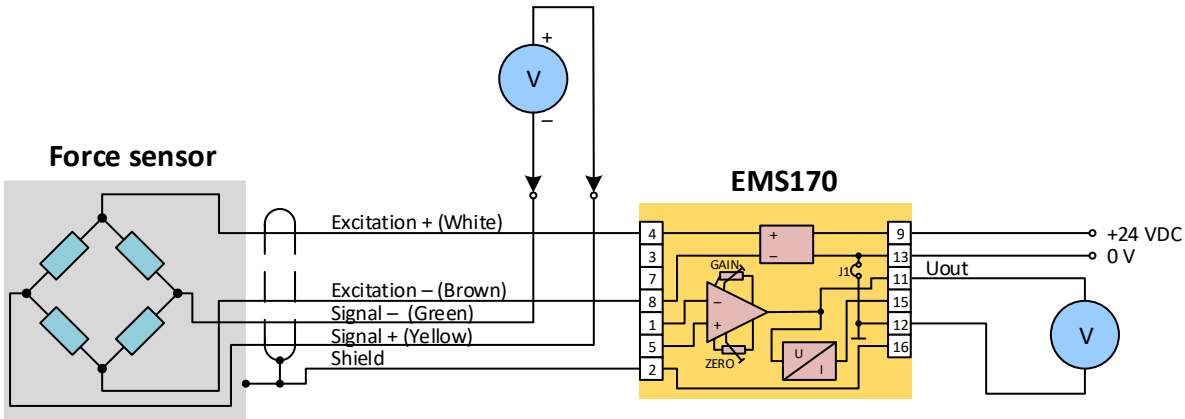

Fig. 12. Measurement the output voltage of the sensor
5. *Check the sensor output voltage*. Overload of the sensor is relatively common error and it is manifested by the fact that the output voltage of the unloaded sensor (which should theoretically be zero) exceeds the allowed tolerance. The voltage can be measured in the circuit according to fig. 12.